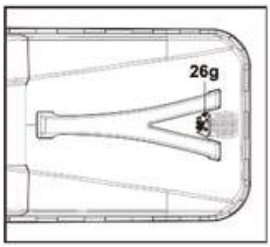

Abb. 14
1. Wenn die Klappe (26g) geöffnet ist, hat der Korb (26) noch genügend Platz zum Aufnehmen von Gras (Abb. 14).